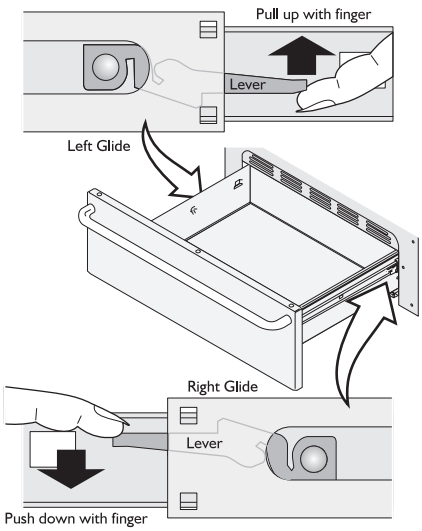

Fig. 1
b. Locate glide lever on each side of drawer, pull up on the left glide lever and push down on the right glide lever (See Fig. 1).